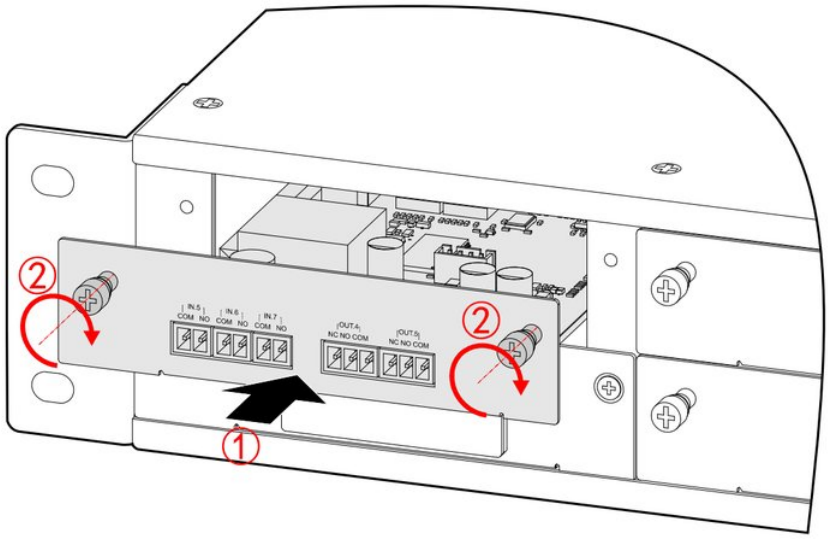

FIGURA 3-17 Installazione della scheda di espansione contatti puliti
2. Installare la scheda di espansione contatti puliti nella scatola di controllo del sistema, come mostrato nella Figura 3-17.